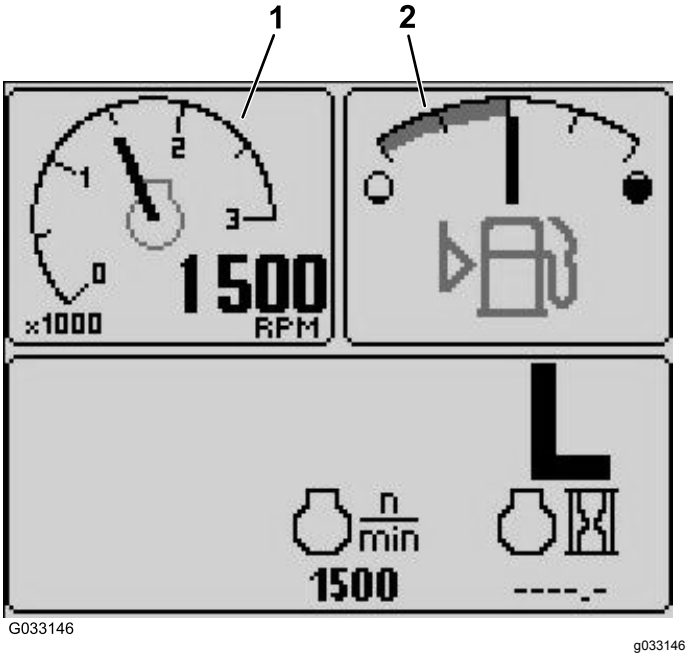

Figur 16
- Varvräknare – övre, vänstra skärmen Figur 16
- Bränslenivåindikator – övre, högra skärmen (Figur 16)
På den här displayen visas bränslenivån i tanken (Figur 16).
På den här displayen visas motorns hastighet i varv per minut (Figur 16).